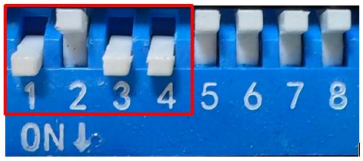

图 6.46 外部摇杆闭环拨码开关设置
- 将拨码开关设置为 SW4=ON（选择闭环运行模式），SW1=ON，SW2= OFF，SW3= ON（选择外部摇杆控制方式），如图 6.46。